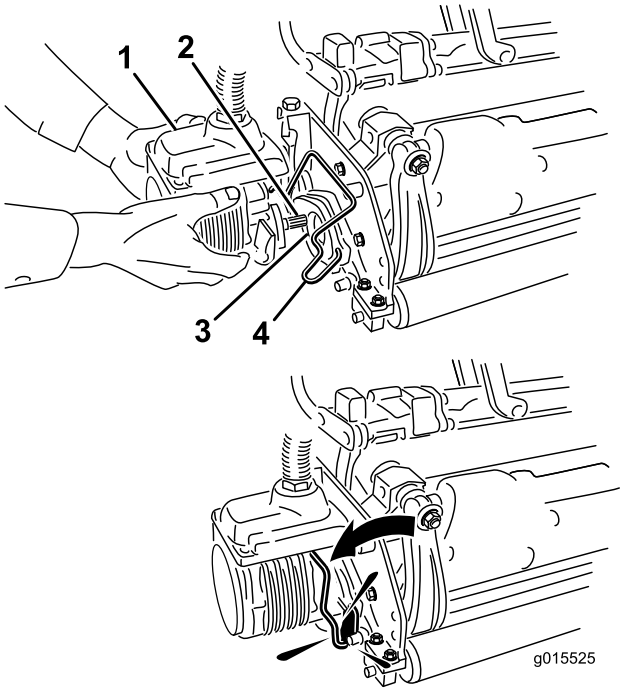

**Figuur 35**
6. Smeer schoon vet op de sleufas van de motor van het maaidek (Figuur 35).
7. Steek de motor in de linkerkant van het maaidek (gezien vanuit de bestuurdersstoel) en trek de motorbevestigingsstang op het maaidek in de richting van de motor totdat u aan beide kanten een klik hoort (Figuur 35).